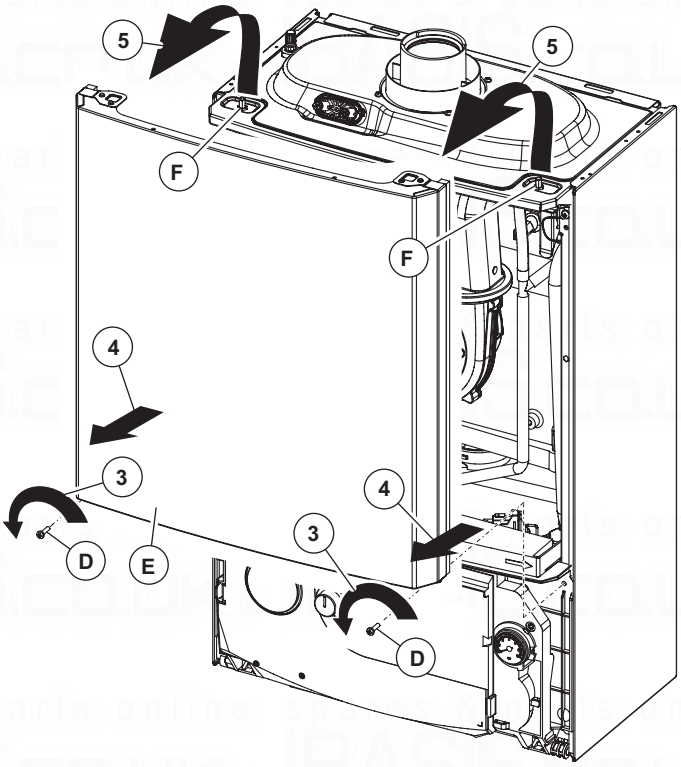

**Fig. 6.2**
**Case front panel - Fig. 6.2**